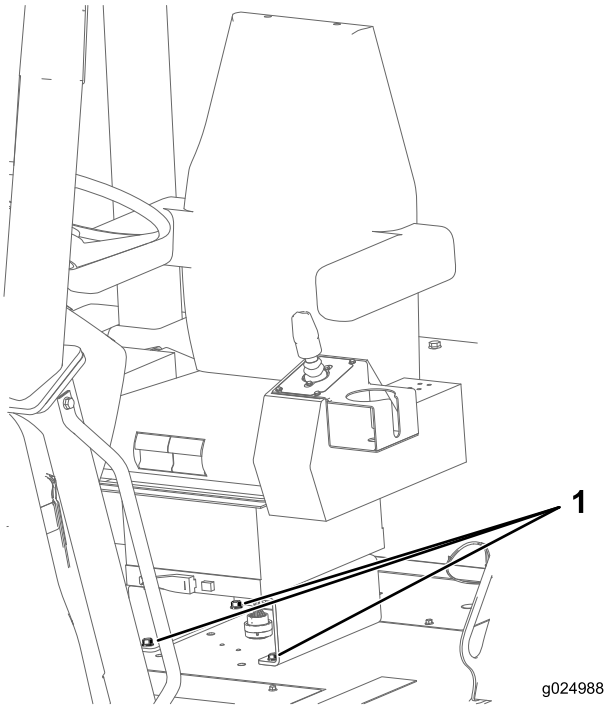

Рисунок 112
1. Проверьте, чтобы болты крепления сиденья к шасси машины были затянуты с моментом от 27 до 34 Н•м (от 20 до 25 фунт-дюймов); см. Рисунок 112.